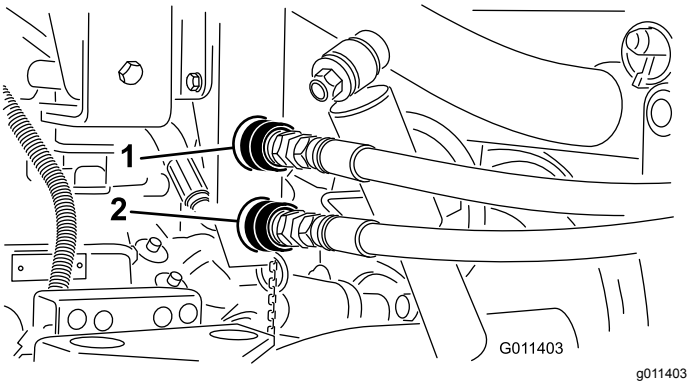

**Figur 17**
3. Rengjør hurtigkoblingene til overgjødsleren (Figur 17) før du kobler dem til. Skitne koblinger kan føre til forurensning i systemet. Fest begge hurtigkoblingene til Workman-kjøretøyet etter rengjøring. Slangene er merket med "A" og "B". Koble dem til tilsvarende hurtigkoblere ved montering. Se til at begge hurtigkoblingene sitter godt.
**Merk:** Koblingene vist i Figur 17, er fra kjøretøy med serienumre før 239999999.